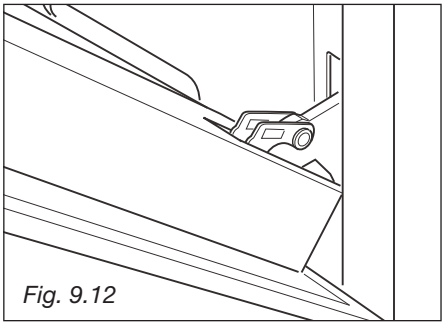

Fig. 9.12
– Socchiudere dolcemente la porta (Fig. 9.12) fino a quando le leve **A** delle cerniere destra e sinistra si agganciano alla parte **B** della porta (Fig. 9.12).